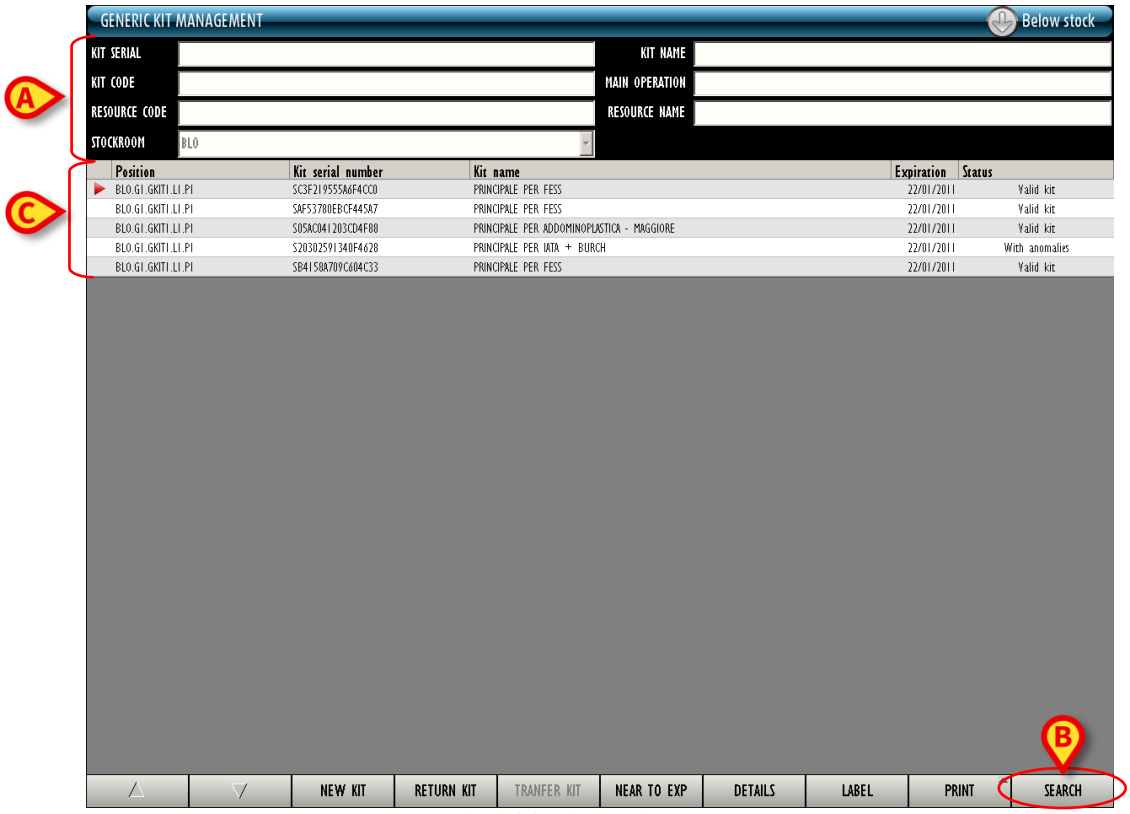

Fig 208 - Generic kits list
- Insert the available data in the search filters (Fig 208 **A**).
- Click the **Search** button on the command bar (Fig 208 **B**).
The list of kits matching the filters is displayed (Fig 208 **C**). If no value is specified, the list of all the existing kits is displayed.